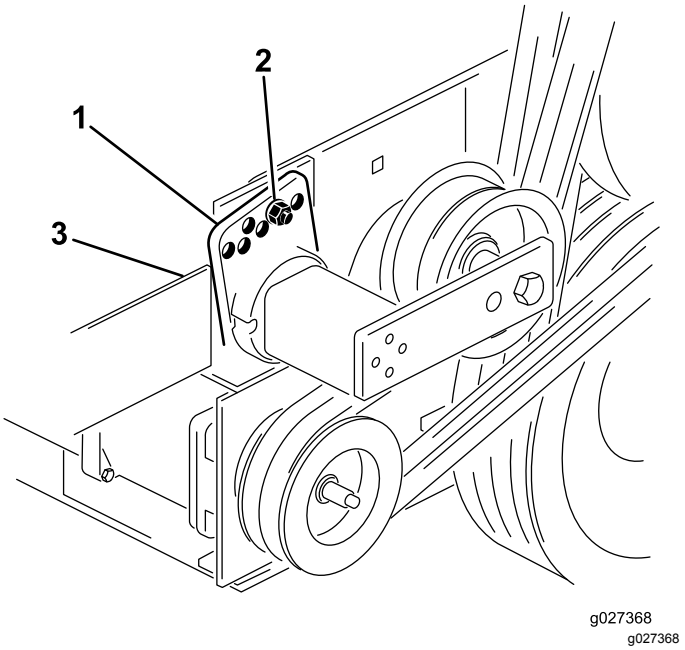

Figura 13
3. Retire el perno y la tuerca que sujetan la guía del tensor al soporte de la transmisión para aliviar la tensión de la correa (Figura 13).